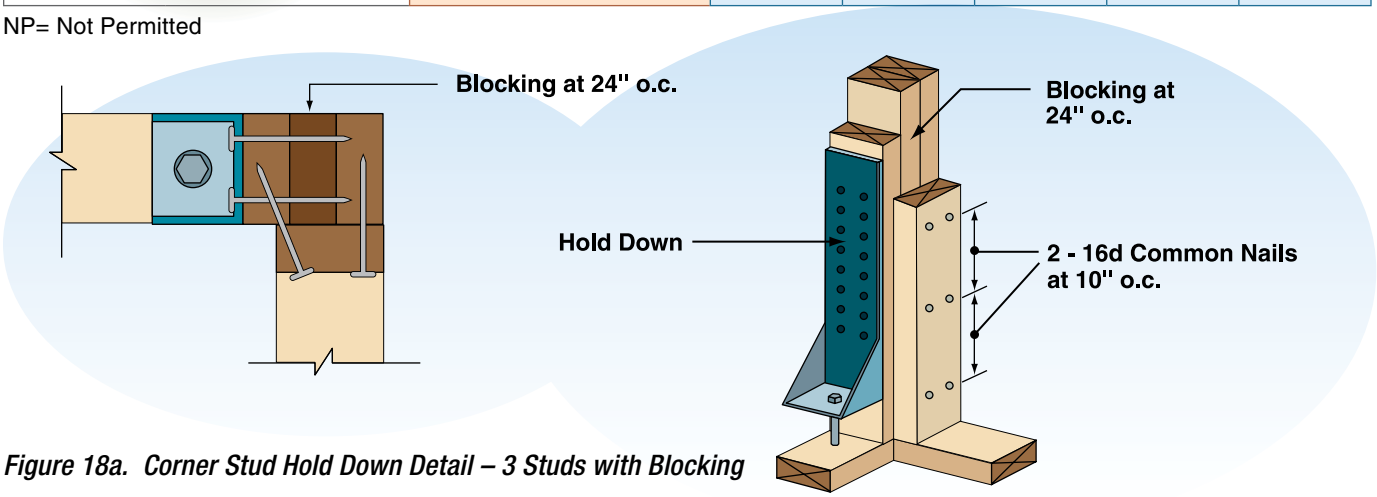

Figure 18a. Corner Stud Hold Down Detail – 3 Studs with Blocking
- **Hold Downs**. Hold downs with a capacity in accordance with Table 10 or 11 (page 18 or 19) are required in the full-height segment at each end of a wall line. When full height segments meet at a corner, a single hold down shall be permitted to be used to resist the overturning forces in both directions when sized to resist the larger load and the corner framing in the adjoining walls is fastened together to transfer the uplift load (See Figures 18a and 18b). A continuous load path must be maintained to the foundation. Where hold downs on a top floor align with hold downs on a lower floor, the combined capacity of the two hold downs must be resisted by anchorage to the foundation.